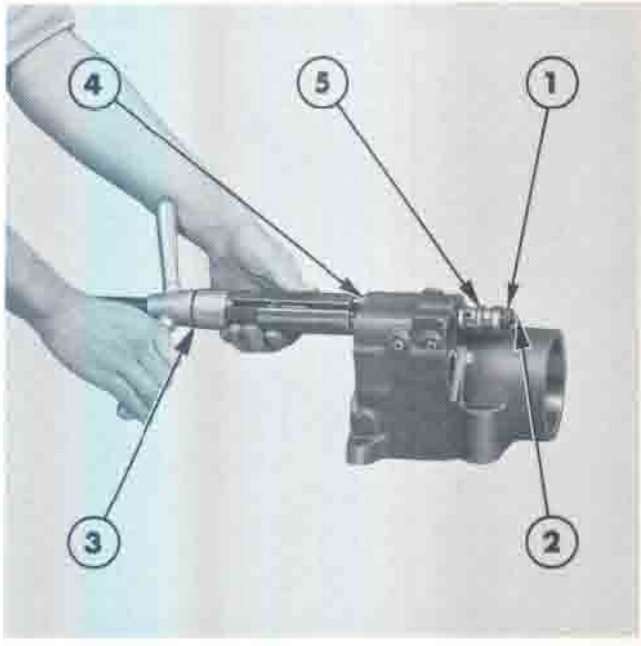

Figure 34
2. Insert the Guide and Stop Adaptor Tool No. T8510-1/k (Spigot end first) into the front of the respective bushing locating bore in the lift cylinder housing. Screw the short threaded end of Extension Tool No. T8510-1/a into the Lift Cylinder Bushing Remover and Replacer Tool No. T8510 and pass the Extension through the Stop Adaptor from the front end of the lift cylinder. Locate the valve bushing over the Extension and screw the Special Nut Tool No. T8510-1/h onto the rear end of the Extension until the taper on the Special Nut locates squarely in the rear end of the bushing, Figures 34, 35 and 36.